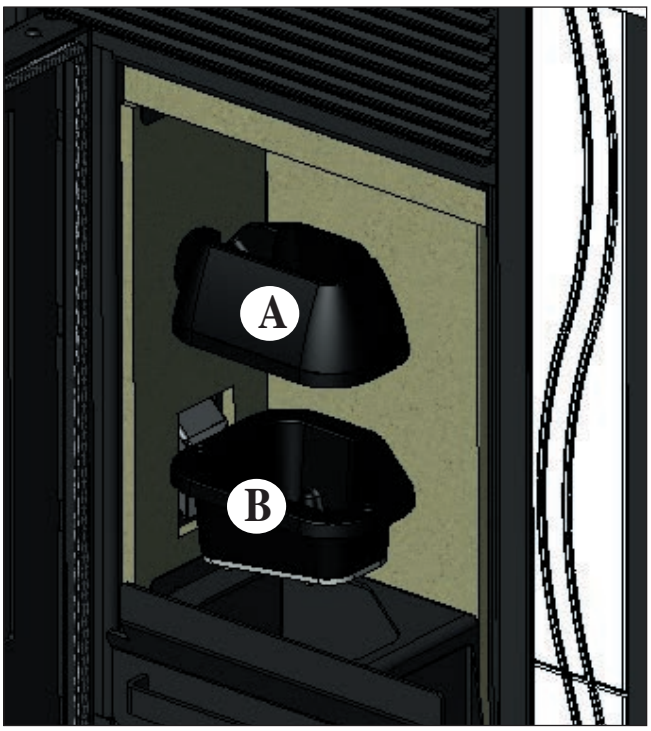

afb. 1
Wanneer na de normale reiniging de bovenkant van de vuurhaard (A) (afb. 1) **en de onderkant van de vuurhaard (B)** (afb. 1) **NIET CORRECT geplaatst worden, dan kan dit de werking van de kachel negatief beïnvloeden.**